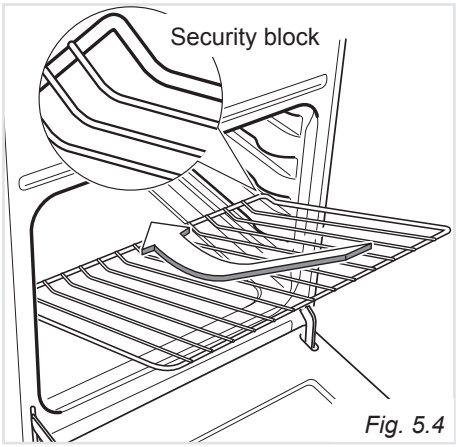

Fig. 5.4
- The oven shelf is provided with a security block to prevent accidental extraction. It must be inserted operating as per figure 5.4.